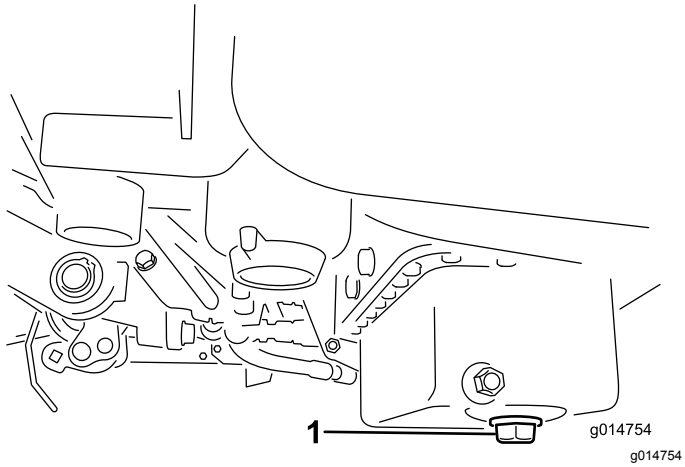

Figur 29
1. Fjern aftapningsproppen, og lad olien løbe ned i en bakke. Monter aftapningsproppen igen, når olien holder op med at løbe (Figur 29).